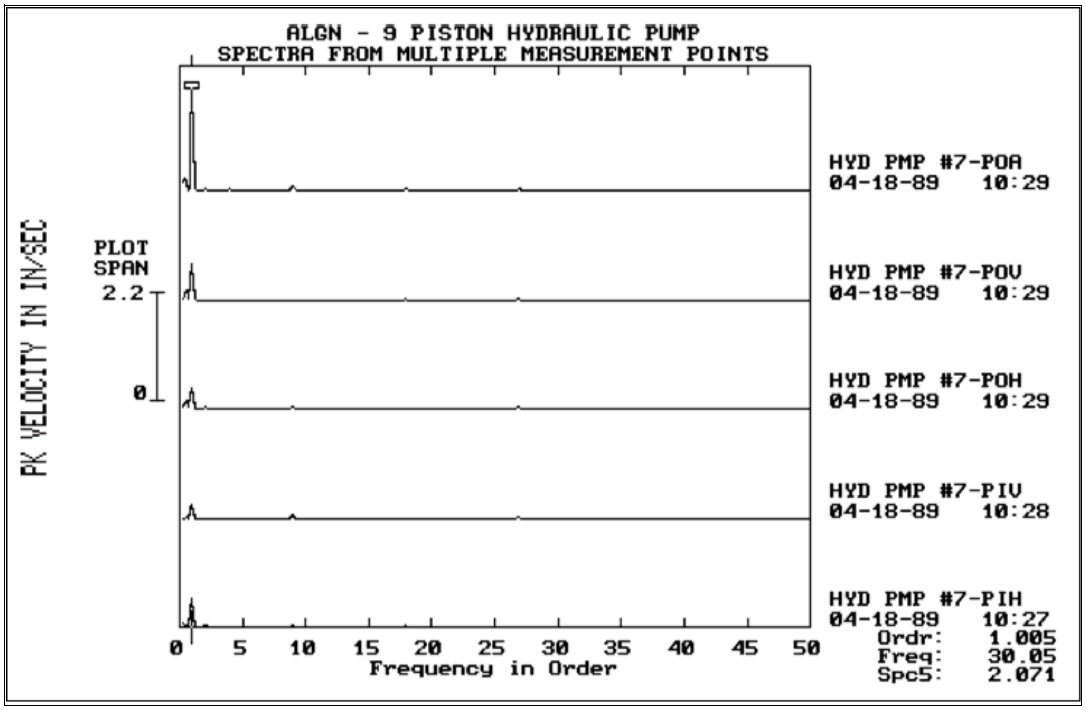

Figure 14
The pump data is displayed in Figure 14. Measurement point POA is exhibiting an exceptionally high turning speed peak amplitude of over 2 in/sec. The radial points are low by comparison. Without the axial data, accurate analysis of the equipment would be difficult. This machine could easily have been diagnosed as having only an imbalance problem.
4) Little radial energy in pump (Figure 14)